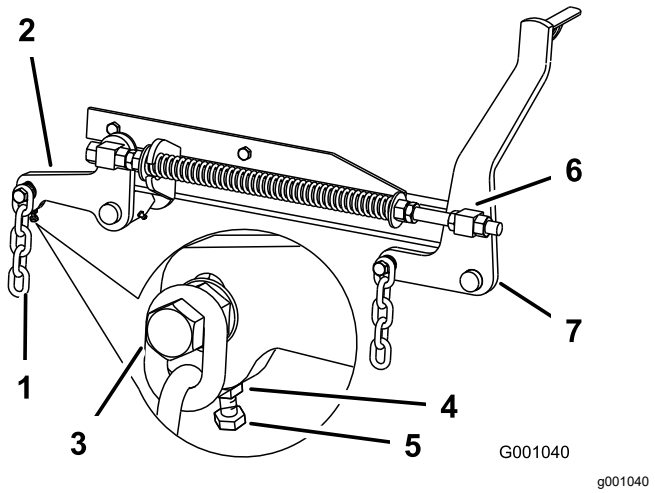

Figuur 111
7. Als de afstanden bij punten **B** of **C** niet correct zijn, maakt u de bout los waarmee de achterste ketting is bevestigd aan de achterste steunarm (Figuur 111).
8. Maak de contramoer onder de achterste steunarm los en draai aan de stelbout totdat de afstand 80 tot 83 mm bedraagt; zie Figuur 111.
7. Draai de contramoeren op de voorkant van de rechter- en linkerwartel ongeveer 13 mm los (Figuur 111).
8. Draai aan de drukmoeren op de linker- en rechterzijde van de machine totdat de voorkant van het maaimes 6 tot 10 mm lager staat bij **A** dan de achterkant bij **B** (Figuur 111).